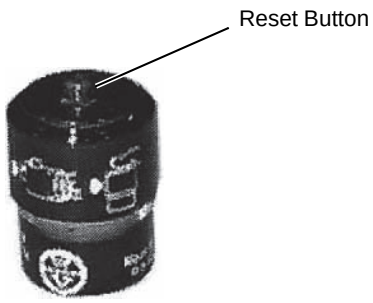

FIGURE 5-26
3. Reset the air cleaner restriction indicator by pushing in the reset button (Figure 5-26).